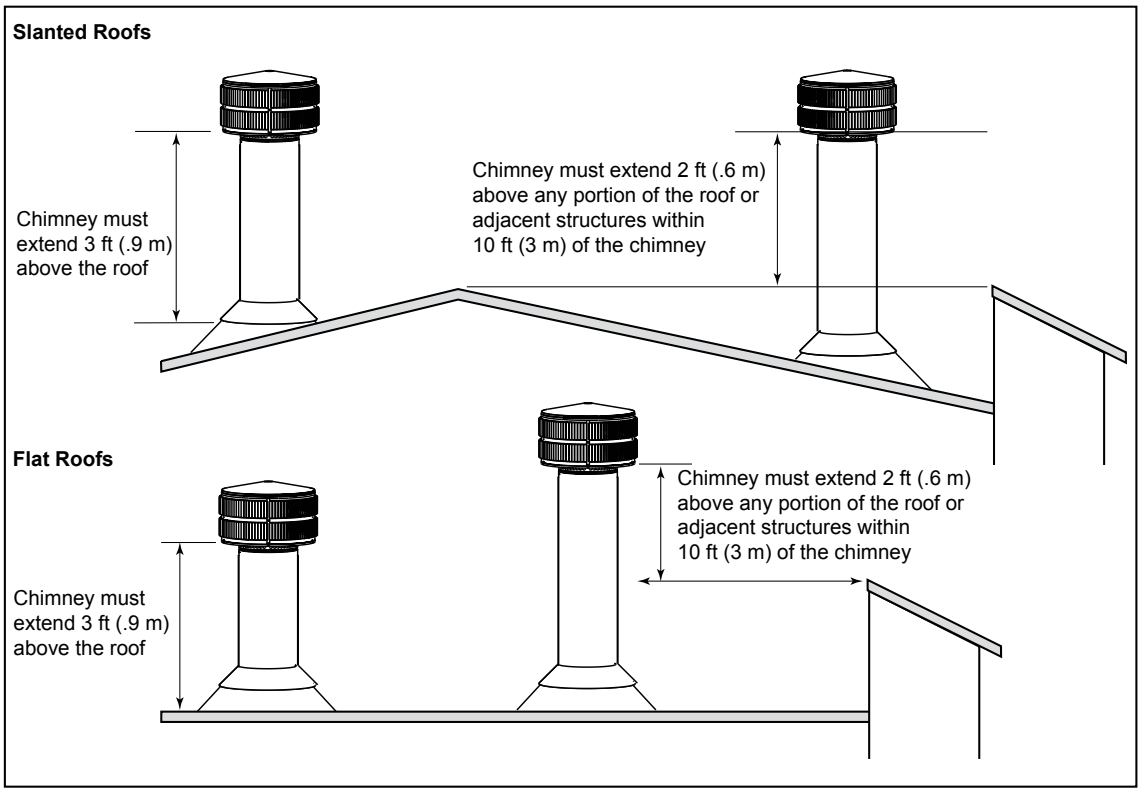

Figure 4.3 Multiple Chimney Locations
- Chimney must extend 2 ft. (.6m) above any portion of the roof within 10 ft (3m) of the chimney. Refer to Figure 4.3.